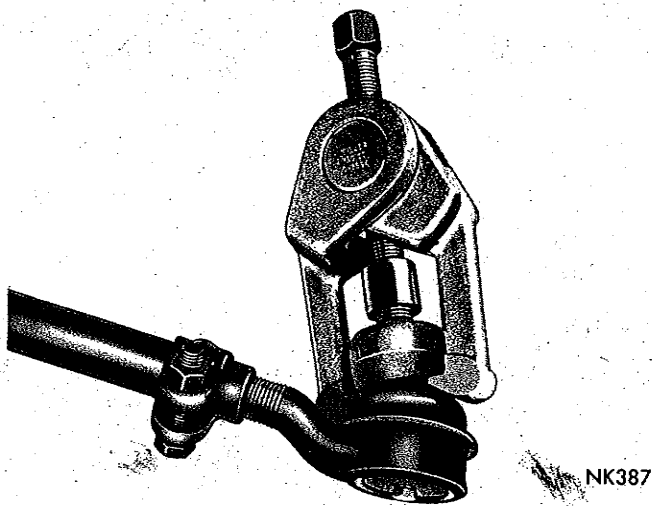

*Fig. 9—Removing Tie Rod End Stud*
(1) Remove tie rod ends from steering knuckle arms (Fig. 9). **Use care not to damage seals.**
(2) Remove inner tie rod ends from center link.
(3) Remove idler arm stud from center link.
(4) Remove idler arm stud from crossmember.
(5) Remove steering gear arm stud from center link.
(1) Remove the wheel, tire and drum as an assembly.
(2) Remove torsion bar from lower control arm.
(3) Remove cotter pin and slide outer tie rod end seal protector up on steering knuckle arm. Remove tie rod end from steering knuckle arm using Tool C-3894 (Fig. 9), (Fury Models use Tool C-3742). **Use care not to damage seal.**
(4) Remove sway bar to strut strap.
(5) Remove steering knuckle to brake support bolts and remove steering knuckle arm. Move brake support assembly out of way.